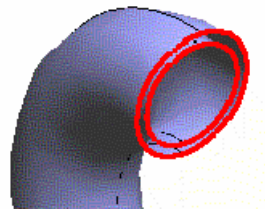

Figure 21. Opening at the end of the pipe
5. Choose **Geometry→Create→NURBS surface→By contour** and select the four lines that define the opening of the pipe (Figure 21). Press **ESC**.